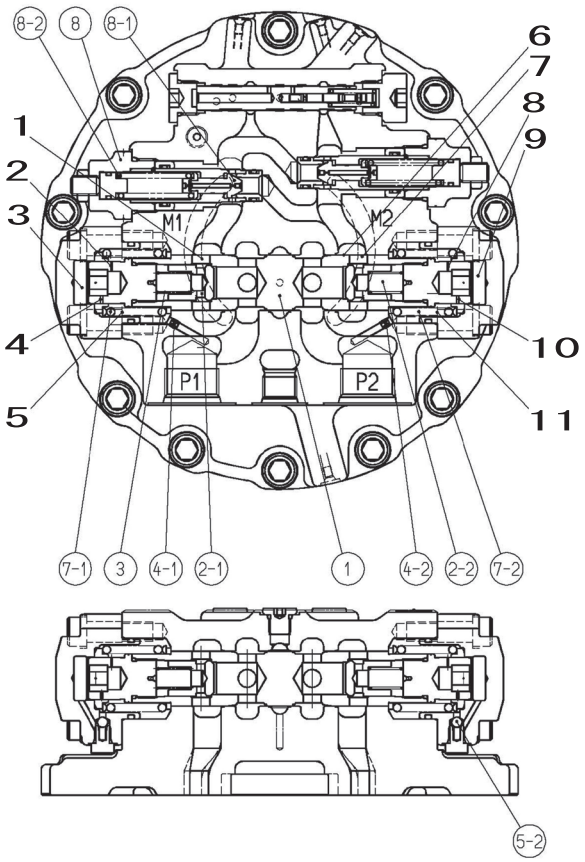

Figure 3 Double counter balance valve structural diagram (stopped state)
Figure 3 shows a structural diagram of the standard double counter balance valve.
A.Stopped state (Figure 3)